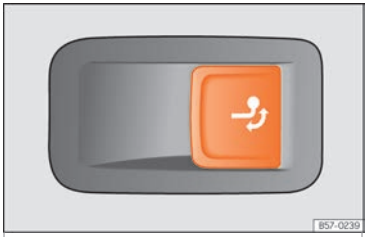

Fig. 220 Du côté droit du coffre à bagages : touche de déverrouillage du crochet d'attelage.
- Tirez la touche ››› fig. 220 brièvement. Le crochet d'attelage se déverrouille électriquement et tourne automatiquement vers l'extérieur. Le témoin de la touche clignote.
- Tirez la touche ››› fig. 220 brièvement. Le crochet d'attelage se déverrouille électriquement.
- Si le témoin de contrôle de la touche ››› fig. 220 *clignote*, le crochet d'attelage ne s'est pas encore enclenché correctement ou est endommagé ››› ⚠.
- Si le témoin de contrôle ››› fig. 220 *reste allumé* avec le hayon arrière ouvert, le crochet d'attelage s'est correctement enclenché correctement, qu'il soit sorti ou escamoté.
- **N'appuyez jamais sur la touche ››› fig. 220 lorsqu'une remorque est accrochée ou qu'un porte-bagages ou d'autres accessoires sont montés sur l'attelage.**